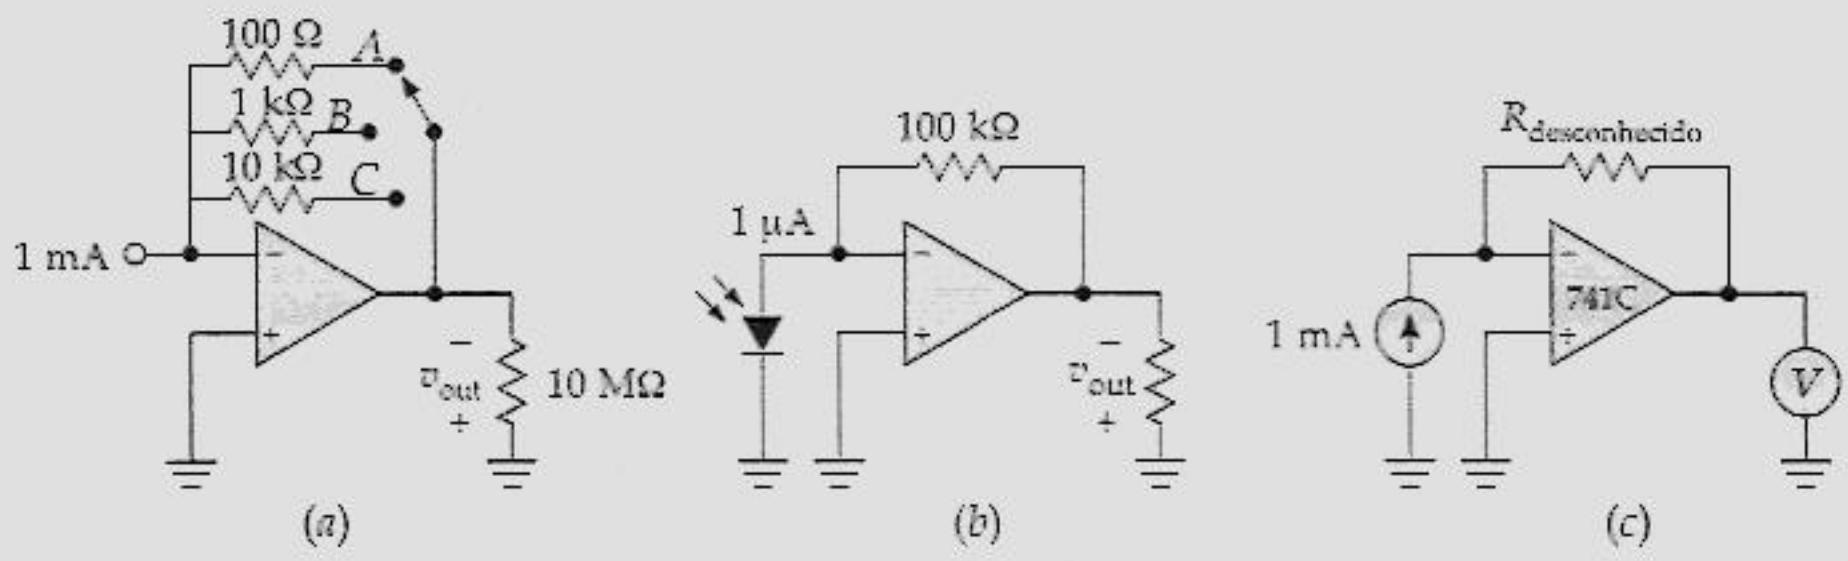

Figura 19.26
19.20 Qual o valor da tensão de saída no circuito da Figura 19.26*a* para cada posição da chave?
19.21 O fotodiodo da Figura 19.26*b* produz uma corrente de 1 μA. Qual a tensão de saída?
19.22 O resistor desconhecido da Figura 19.26*c* tem um valor de 3,3 kΩ. Qual a tensão de saída?
19.23 Se a tensão de saída no circuito da Figura 19.26*c* é de 2 V, qual o valor da resistência desconhecida?
19.31 Na Figura 19.26*c*, o voltímetro de saída indica uma leitura cinco vezes mais alta para todos os valores de $R_{desconhecido}$. Qual das seguintes alternativas é o provável problema?
19.33 No circuito da Figura 19.26*a*, não há tensão de saída. Qual das seguintes alternativas é o provável problema?
19.34 O resistor de 100 kΩ do circuito da Figura 19.26*b* está aberto. Qual dessas alternativas é a tensão de saída mais provável?